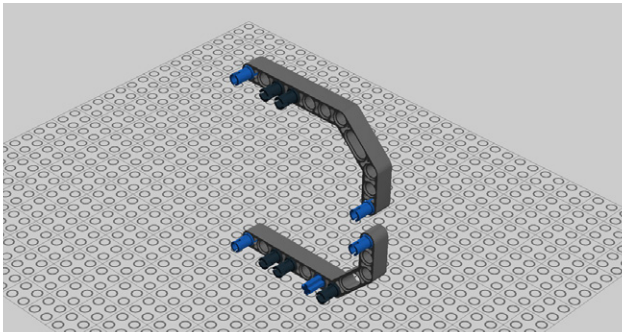

Figure 4-6. *Step 1: Setting up the angle beams*
1. Begin with a couple of 3x7 double angle beams as shown in Figure 4-6.